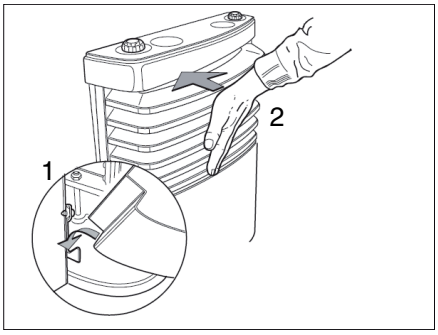

Fig. 101 Mounting the heater cover
- Mount the heater cover. To do so, insert the cover into the lower bracket (Fig. 101,1).
- Swivel the cover in until the catch levers engage audibly (Fig. 101,2).